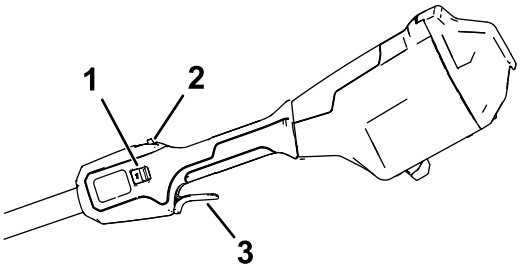

Figura 9
5. Para ligar a máquina, aperte o bloqueio do gatilho, depois aperte o gatilho de funcionamento (Figura 9).